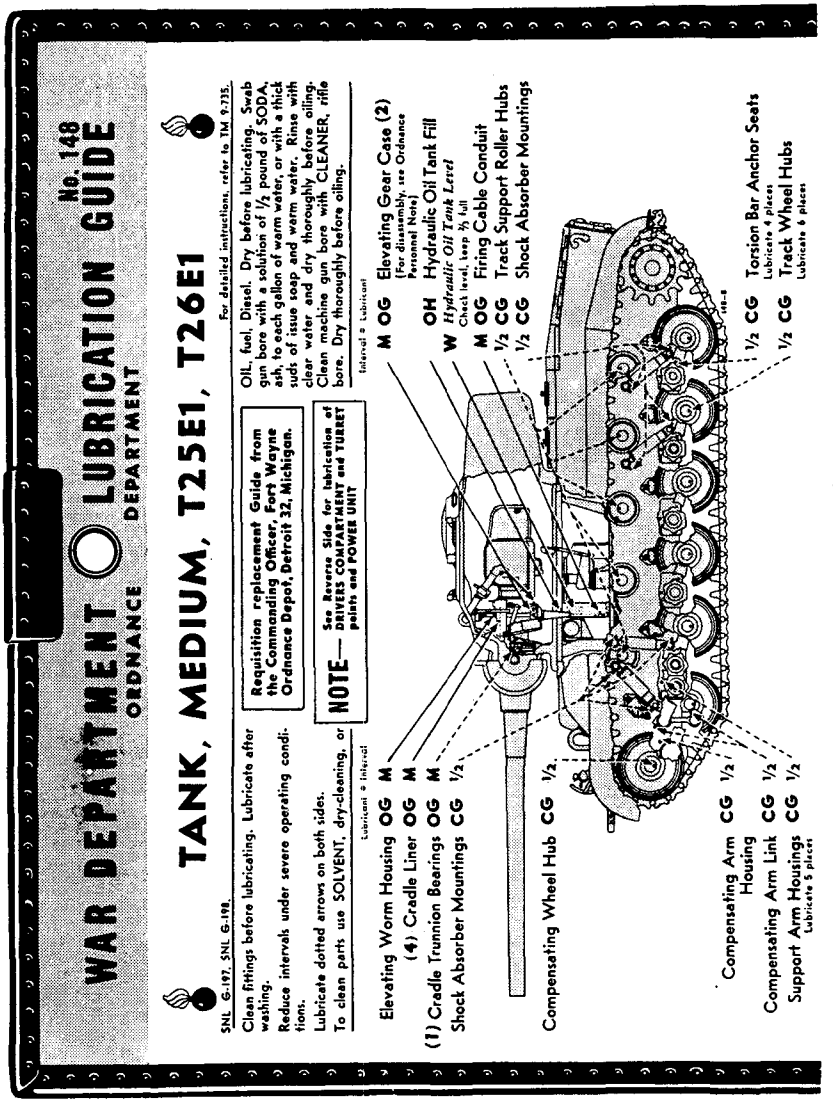

Figure 25 —
a. War Department Lubrication Orders No. 148 and No. 156 (figs. 25 and 26) (formerly referred to as War Department Lubrication Guides No. 148 and No. 156) prescribe first and second echelon lubrication maintenance.
(7) TRAVERSING MECHANISM. Examine for function and lubrication (par. 38).
(8) FIRING MECHANISM. Examine for function and adjustment (pars. 38 and 61). Clean and lubricate (figs. 25 and 26).
(9) CRADLE. Examine for condition (par. 38). Clean and lubricate (figs. 25 and 26).
(10) ACCESSORIES. Make sure that all accessories are on hand and in good condition.
(11) AMMUNITION. Check for the proper amount and type of ammunition and that the rounds are clean and dry.
(1) GUN BORE. Examine for condition, erosion, and lubrication (par. 38). Clean and lubricate (figs. 25 and 26).
(2) BREECH OPERATING MECHANISM. Examine for operation, condition, and lubrication (par. 38). Clean and lubricate (figs. 25 and 26).
(3) BREECH MECHANISM. Examine for operation and lubrication (par. 38). Clean and lubricate to insure proper functioning.
(1) GUN BORE. Examine for condition, erosion, and lubrication (par. 38). Clean and lubricate (par. 33).
(2) RECOIL CYLINDERS. Examine recoil cylinders for leakage of oil. Check for the proper amount of oil.
(3) BREECH OPERATING MECHANISM. Examine for condition and lubrication (figs. 25 and 27).
(4) BREECH MECHANISM. Examine for operation and lubrication (par. 38). Clean and lubricate for proper functioning.
(5) FIRING MECHANISM. Examine for functioning and adjustment (par. 38). Clean and lubricate (figs. 25 and 26).
(1) CRADLE LINER. Should be lubricated (figs. 25 and 26).